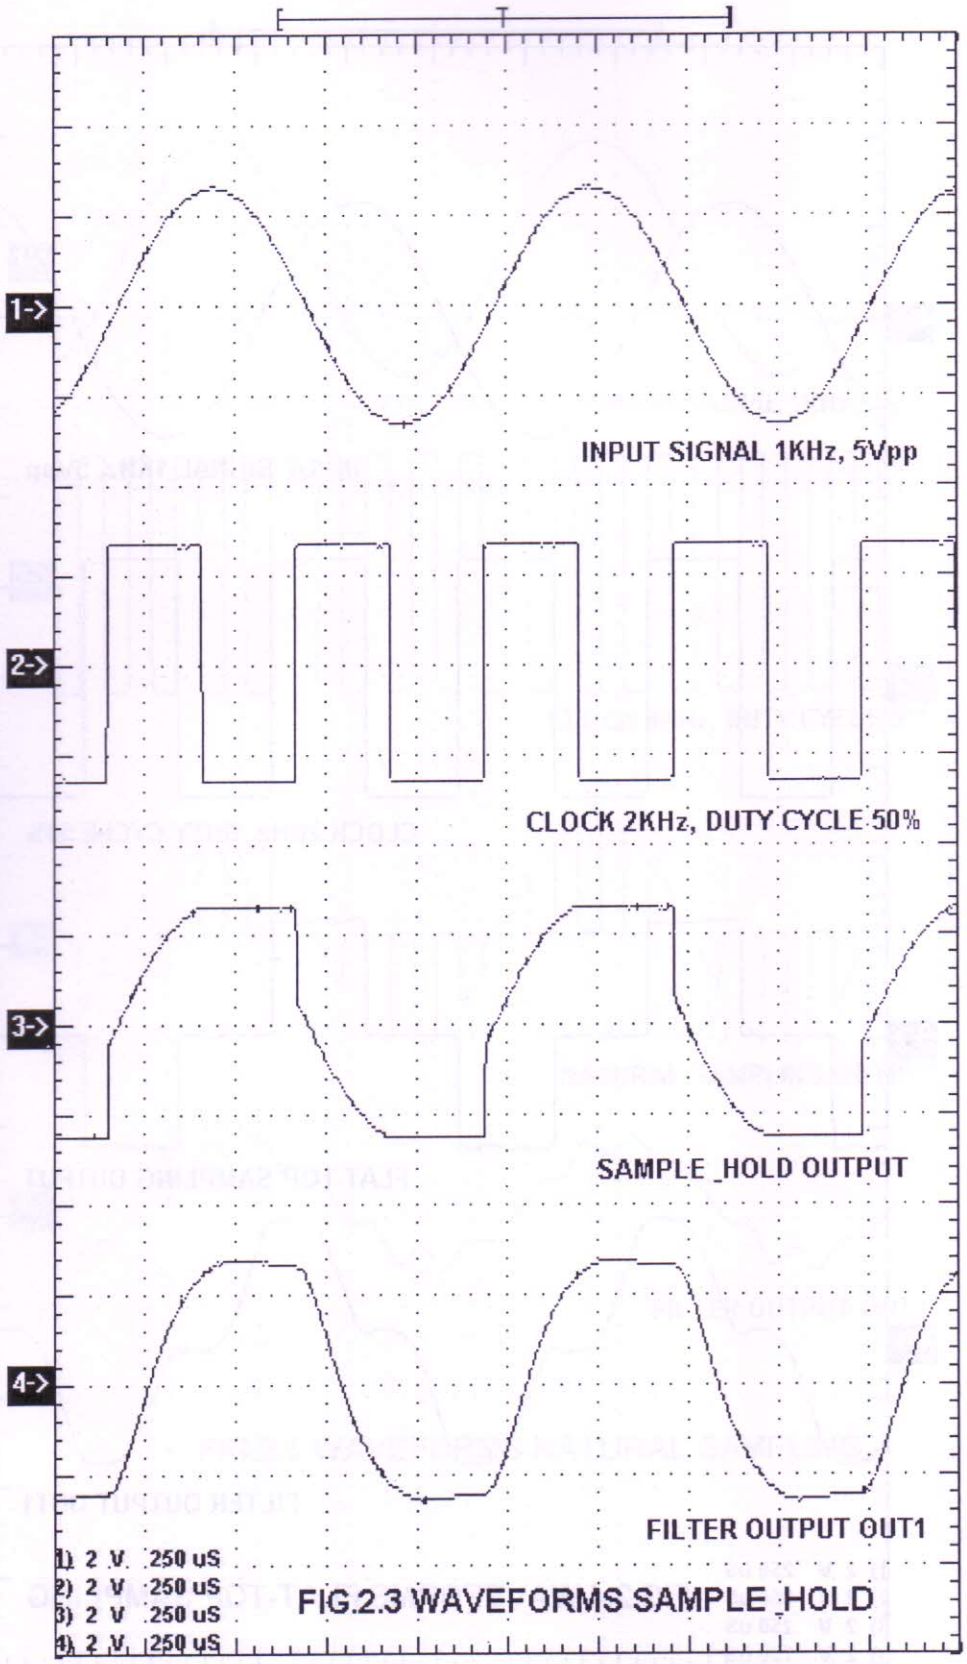

FIG.2.3 WAVEFORMS SAMPLE _HOLD
- Sample and Hold signal output and corresponding reconstructed output of 2nd order Low Pass Butterworth Filter. (Fig. 2.3)